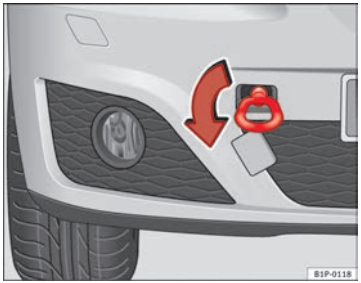
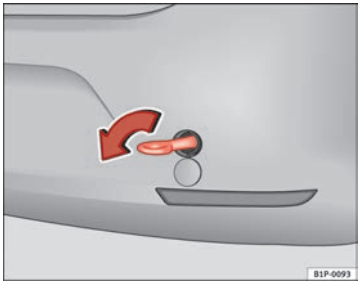

Fig. 182 The front right section of the vehicle: Fitting the front towing eye
Fig. 183 Fitting the towing eye to the rear of the vehicle
– Screw the towing eye as shown by the arrow *anti-clockwise* to the limit position in the front ⇒ fig. 182 or rear ⇒ fig. 183 threaded hole. ■